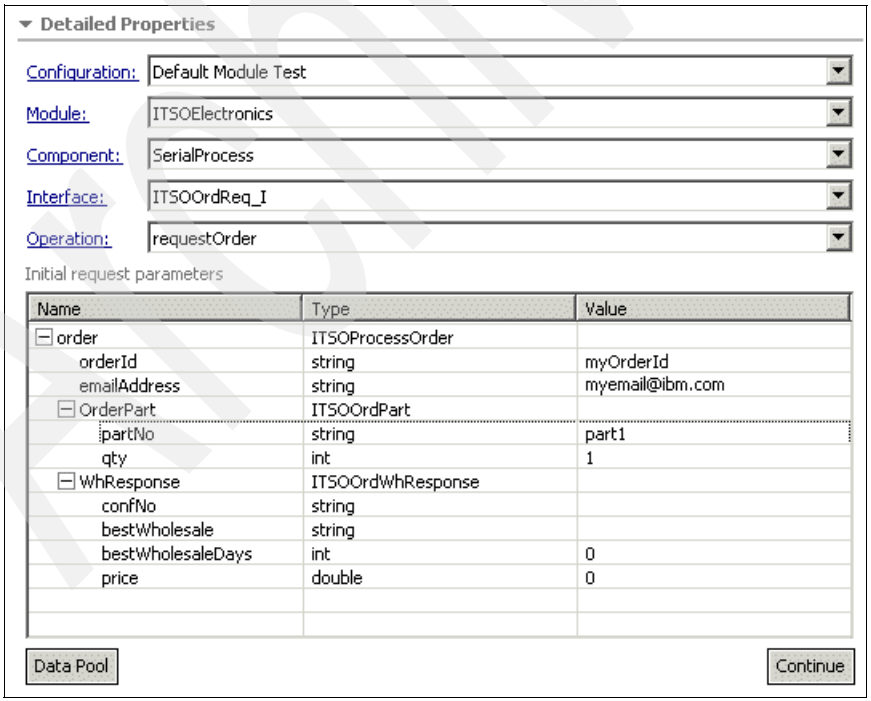

Figure 11-82 Parameters for invocation of the SerialProcess component
3. We first use a test case where an order is placed with Wholesaler A. This test case does not use the business state machine. Enter the following values under Initial request parameters (Figure 11-82):